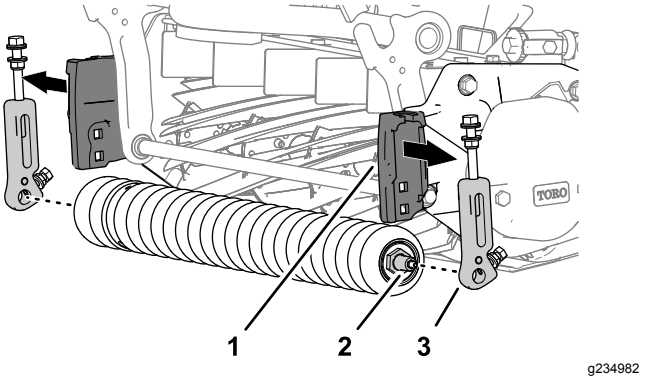

Figura 4
4. Togliete la staffa dell’altezza di taglio e il rullo anteriore dall'apparato di taglio (Figura 4).